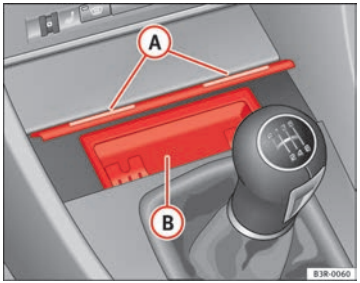

Fig. 131 Centre console: Open ashtray
– Lightly press the front part of the ashtray (A) ⇒ Fig. 131.
– Take hold of the sides of the ashtray (B) ⇒ Fig. 131 and lift it out.